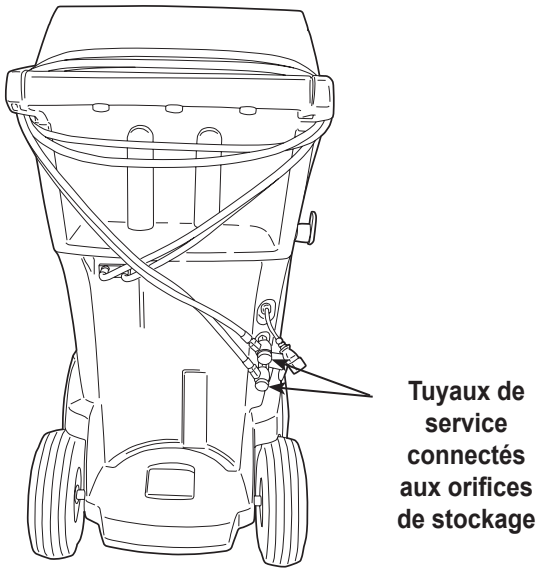

Figure 1
2. Quand vous y êtes invité, connectez les tuyaux de service de la machine à leurs orifices de stockage, comme indiqué sur la Figure 1. Sélectionnez ▶▶ pour continuer.